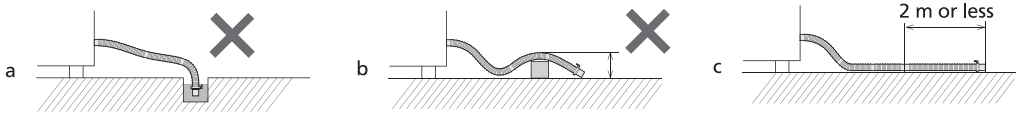

Fig. 3
■ **Hose arrangement. (fig. 3)**